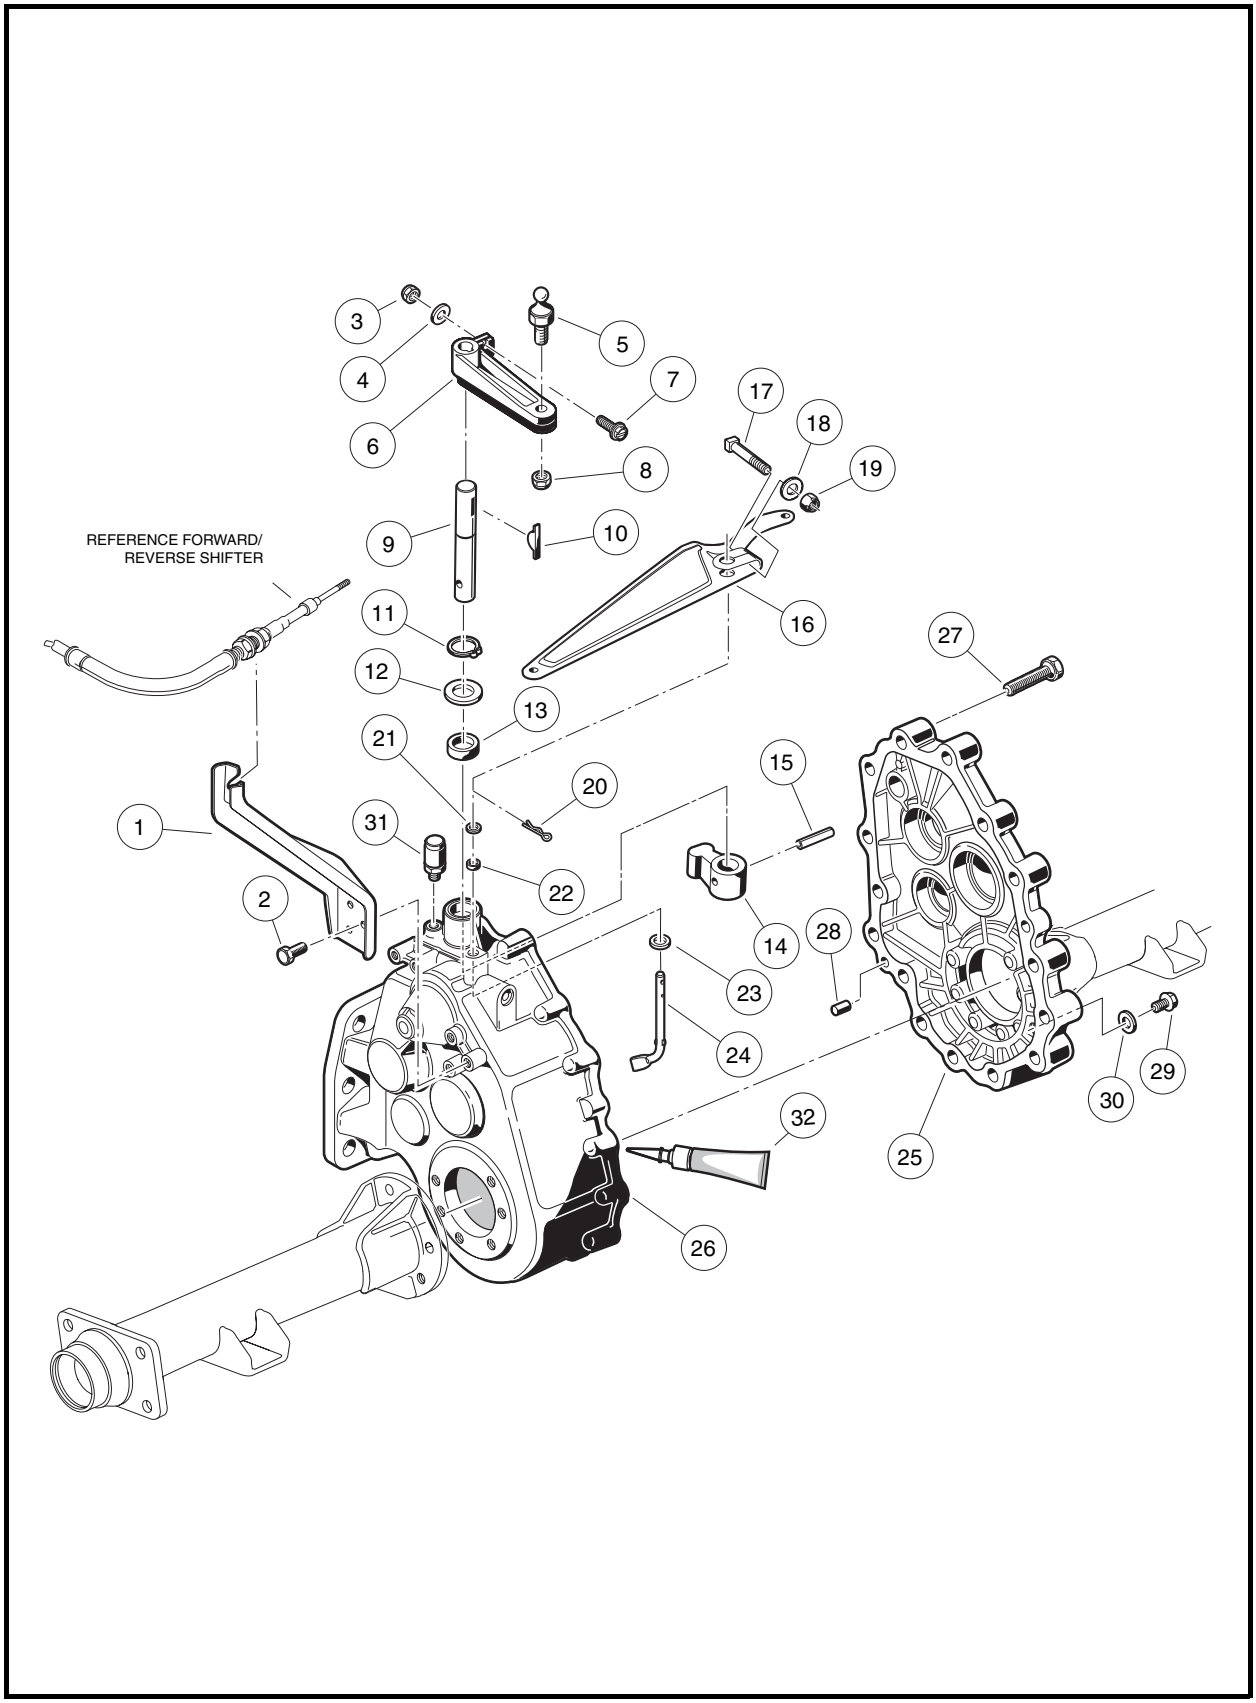

Figure 16-35 Transaxle Gear Casing and Brackets
22. Remove screws (2) securing the transmission shift cable bracket (1) to transaxle **(Figure 16-35, Page 16-15)**. **See following NOTE.**
24.1. Install the three screws (2) securing the Forward/Reverse shifter cable bracket (1) to the transaxle and tighten them to 135 in-lb (15.3 N·m) **(Figure 16-35, Page 16-15)**.